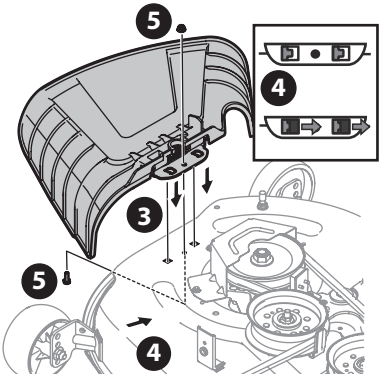

Fig. 9
3. Ubique el deflector del canal en la plataforma, asegúrese de insertat las lengüetas de dicho deflector en los orificios de la plataforma (Fig. 9).
4. Deslice el deflector del canal hacia la parte posterior del tractor hasta que el orificio del perno que está en el deflector del canal quede alineado con el orificio de la plataforma (Fig. 9).